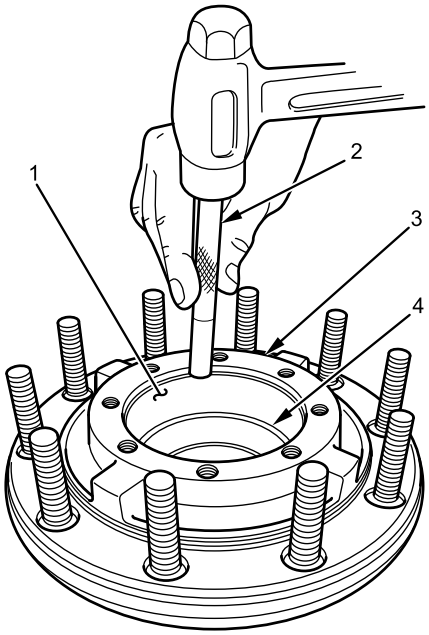

Figure 14. Outer Tapered Roller Cup.
2. Install new outer tapered roller cup (Figure 14, Item 1) into hub (Figure 14, Item 3) with brass punch (Figure 14, Item 2) until new tapered roller cup is fully to bottom of bore (Figure 14, Item 4).